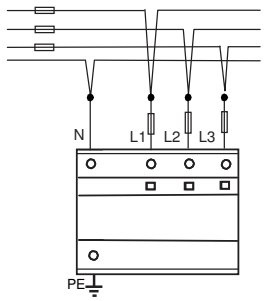

Fig. 2
*In the wiring diagrams of **figure. 2**, F1 is the fuse installed in the service mains, the backup fuse F2 may be necessary depending on the maximum discharge current of the SPD (Imax).*
*In order to achieve optimum overvoltage protection, the distance from SPD to protecting object or device shall be as short as possible, long lead lengths will degrade the protection offered by them. For example, wiring in a "V" shape, also the earth conductor must be connected to the surge protector or as close as possible **(see figure 2),** furthermore, the connection of several conductors in only one terminal of the SPD should be avoided.*